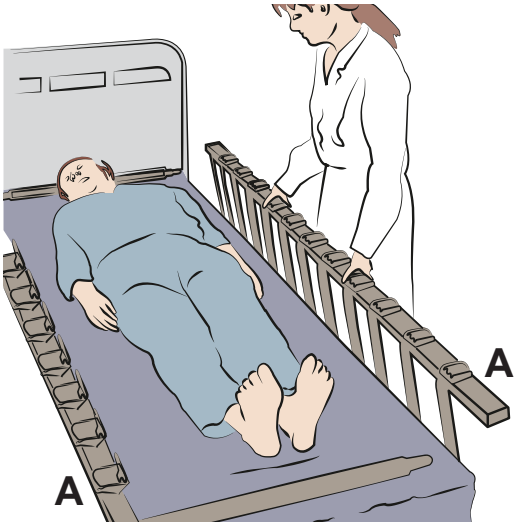

Fig. 4
7. Raccordez les deux tubes d'embout aux sections latérales (A). Voir fig. 4.